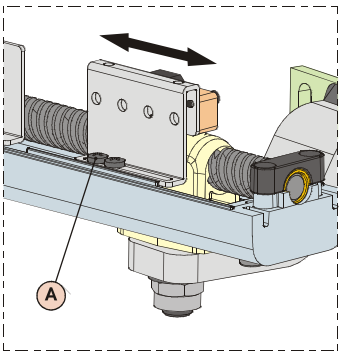

Abb. 24
3) Die Befestigungsschrauben der einzustellenden Endschalter lockern, Abb. 24 – Bez. A.